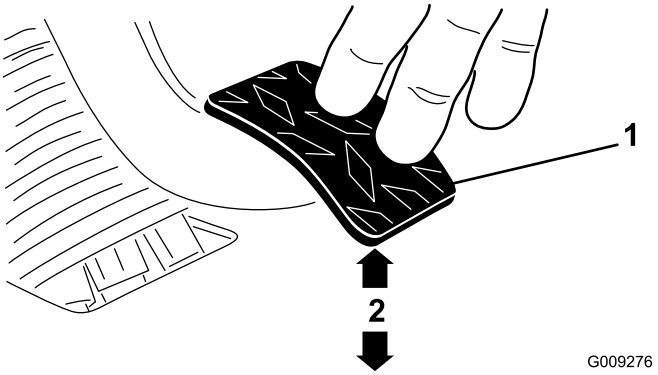

Figur 66
3. Juster låsemutterne og/eller kuleleddet helt til kanten bak på clutchpedalen er 9,5 ± 0,3 cm fra toppen av gulvplaten med rombeprofil, hver gang det øves en kraft på cirka 1,8 kg på pedalen (Figur 66).